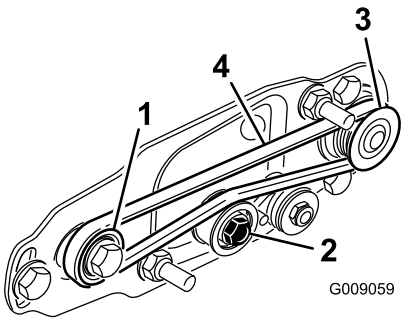

Bild 25
- Verlegen Sie den Riemen um die **Antriebsscheibe** und dann über die Oberseite der Spannscheibe (Bild 25).
- Verlegen Sie den Riemen von der **Antriebsscheibe** ausgehend (Bild 25).